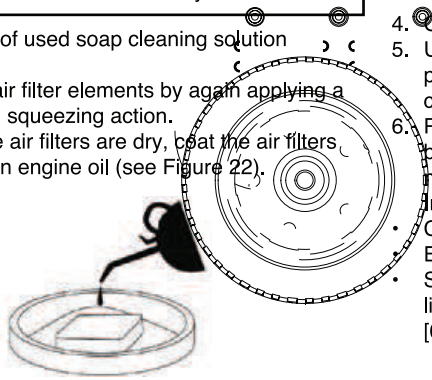

*Figure 22*
9. Once the air filters are dry, coat the air filters with clean engine oil (see Figure 22).